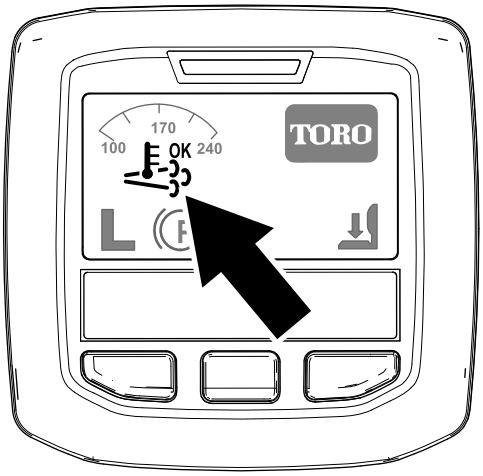

Figur 37
- Ikonet for assister/nulstil-regenerering vises i infocenteret (Figur 37).